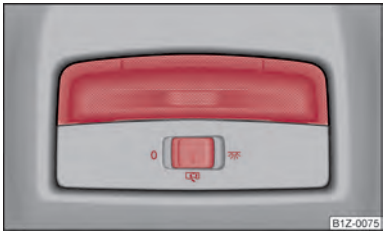

Fig. 32 Interior vehicle lighting - Variant 2
– Turn the switch to the position ⇒ fig. 32.